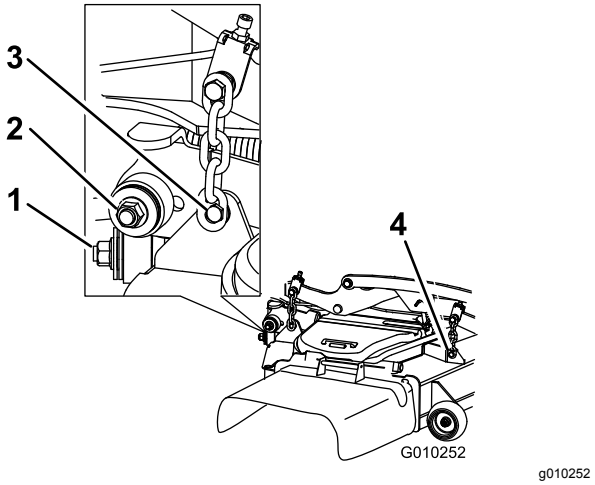
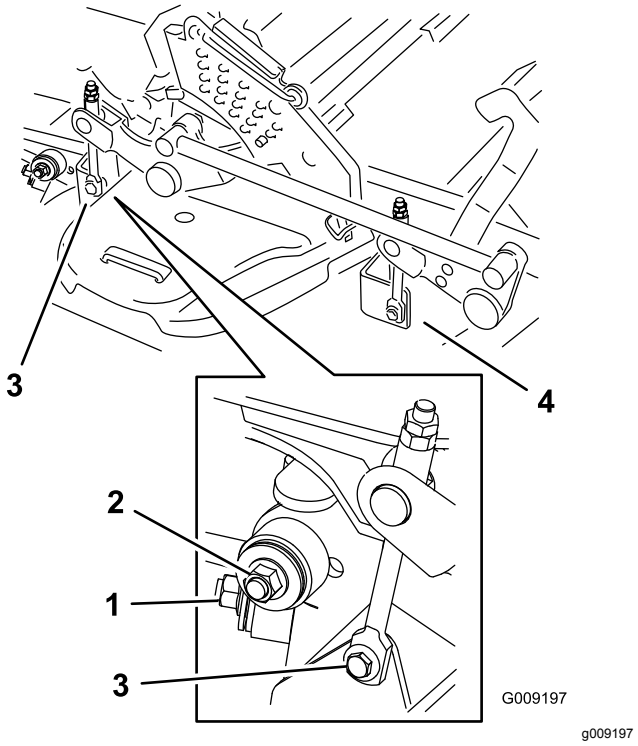

Figura 105
Figura 106
7. Retire y guarde los herrajes de ambos lados de la carcasa, según se muestra en Figura 105 o Figura 106.